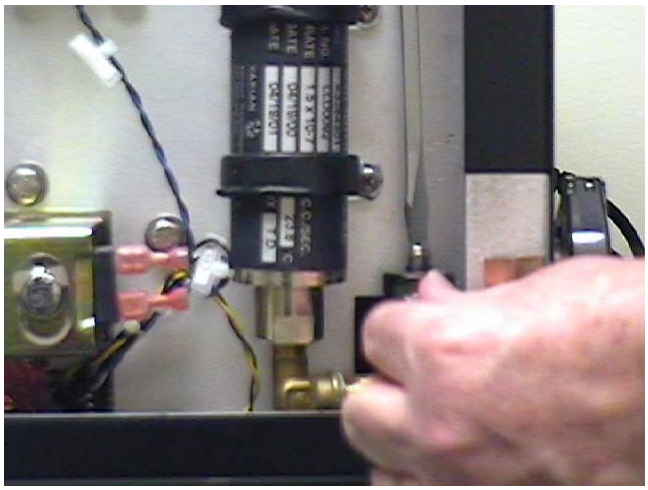

Figure 4-8 Securing the Coil to Loosen Plunger Assembly
7. Holding the coil with one hand so it doesn't spin (Figure 4-8), loosen the coil and plunger assembly using the long slotted screwdriver.